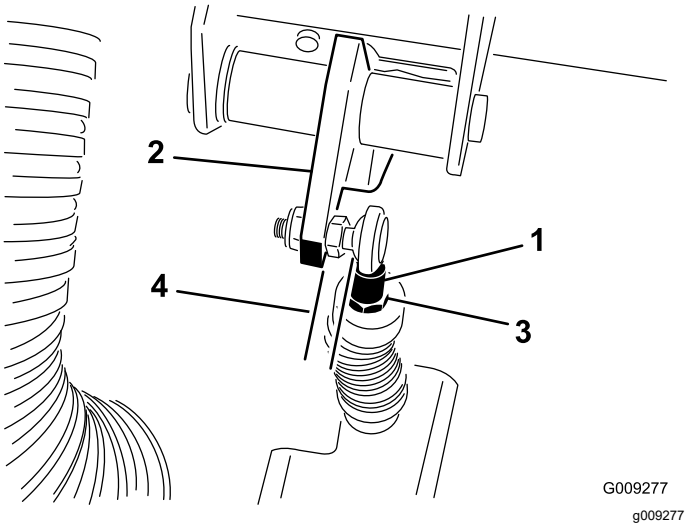

**Figur 65**
***Viktigt:*** **Försäkra dig om att stångänden inte är vriden utan sitter vinkelrätt på kulan och är parallell mot kopplingspedalen när kontramuttern dras åt (Figur 65).**